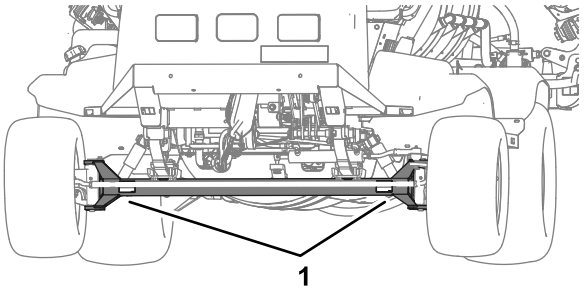
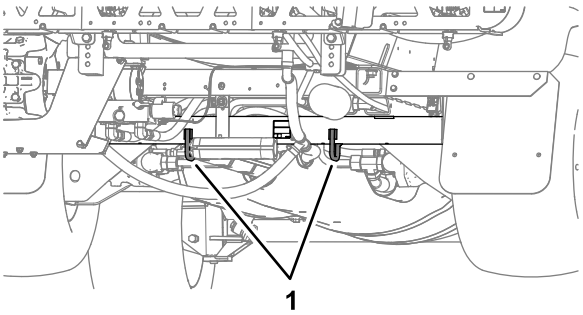

Figuur 55
Figuur 56
- Bind de machine stevig vast op het transportvoertuig; Figuur 55 en Figuur 56 illustreren de bevestigingspunten van de machine.